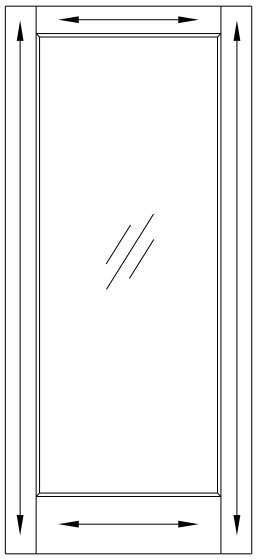

Figure 4
2. Stain door to desired color following manufacturer's instructions. Always stain in the direction of the wood grain, see Figure 4.
2. Finish the door with two coats of latex, oil-base or lacquer paint. Make sure to allow door to completely dry between coats on all six sides of door. Always paint in the direction of the wood grain, see Figure 4.